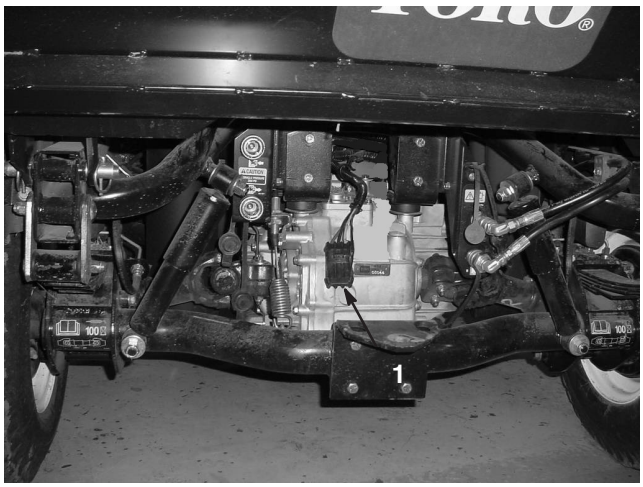

Figura 6
6. Pase el arnés hasta la parte trasera de la máquina según muestra la figura 6.